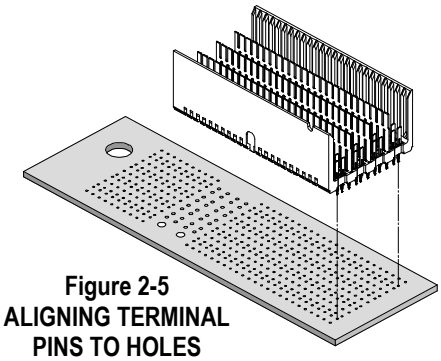

**Figure 2-5**
1. Carefully locate the connector(s) on the printed circuit board and start in by hand. Make sure pin 1 is in the correct position on all connectors. See Figure 2-5.